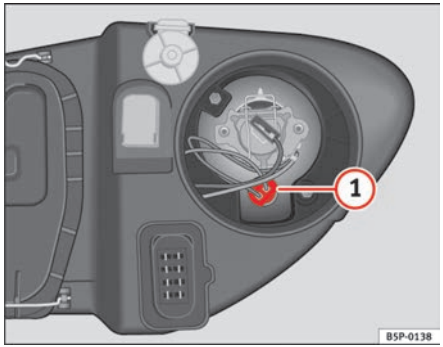

Fig. 186 Side lights
– Extract the lamp holder ⇒ fig. 186 (1) outwards.